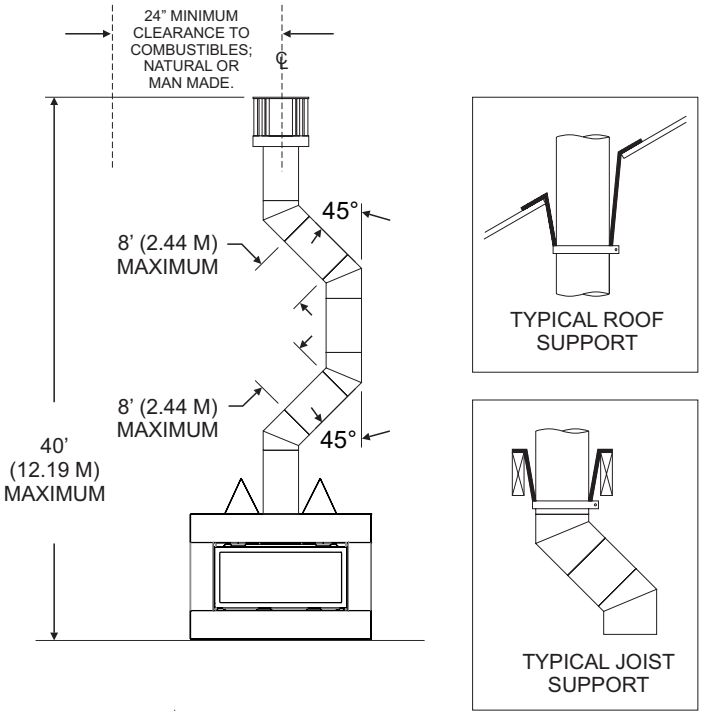

**Figure 38**
**Vertical Through the Roof Applications (Figure 38)**